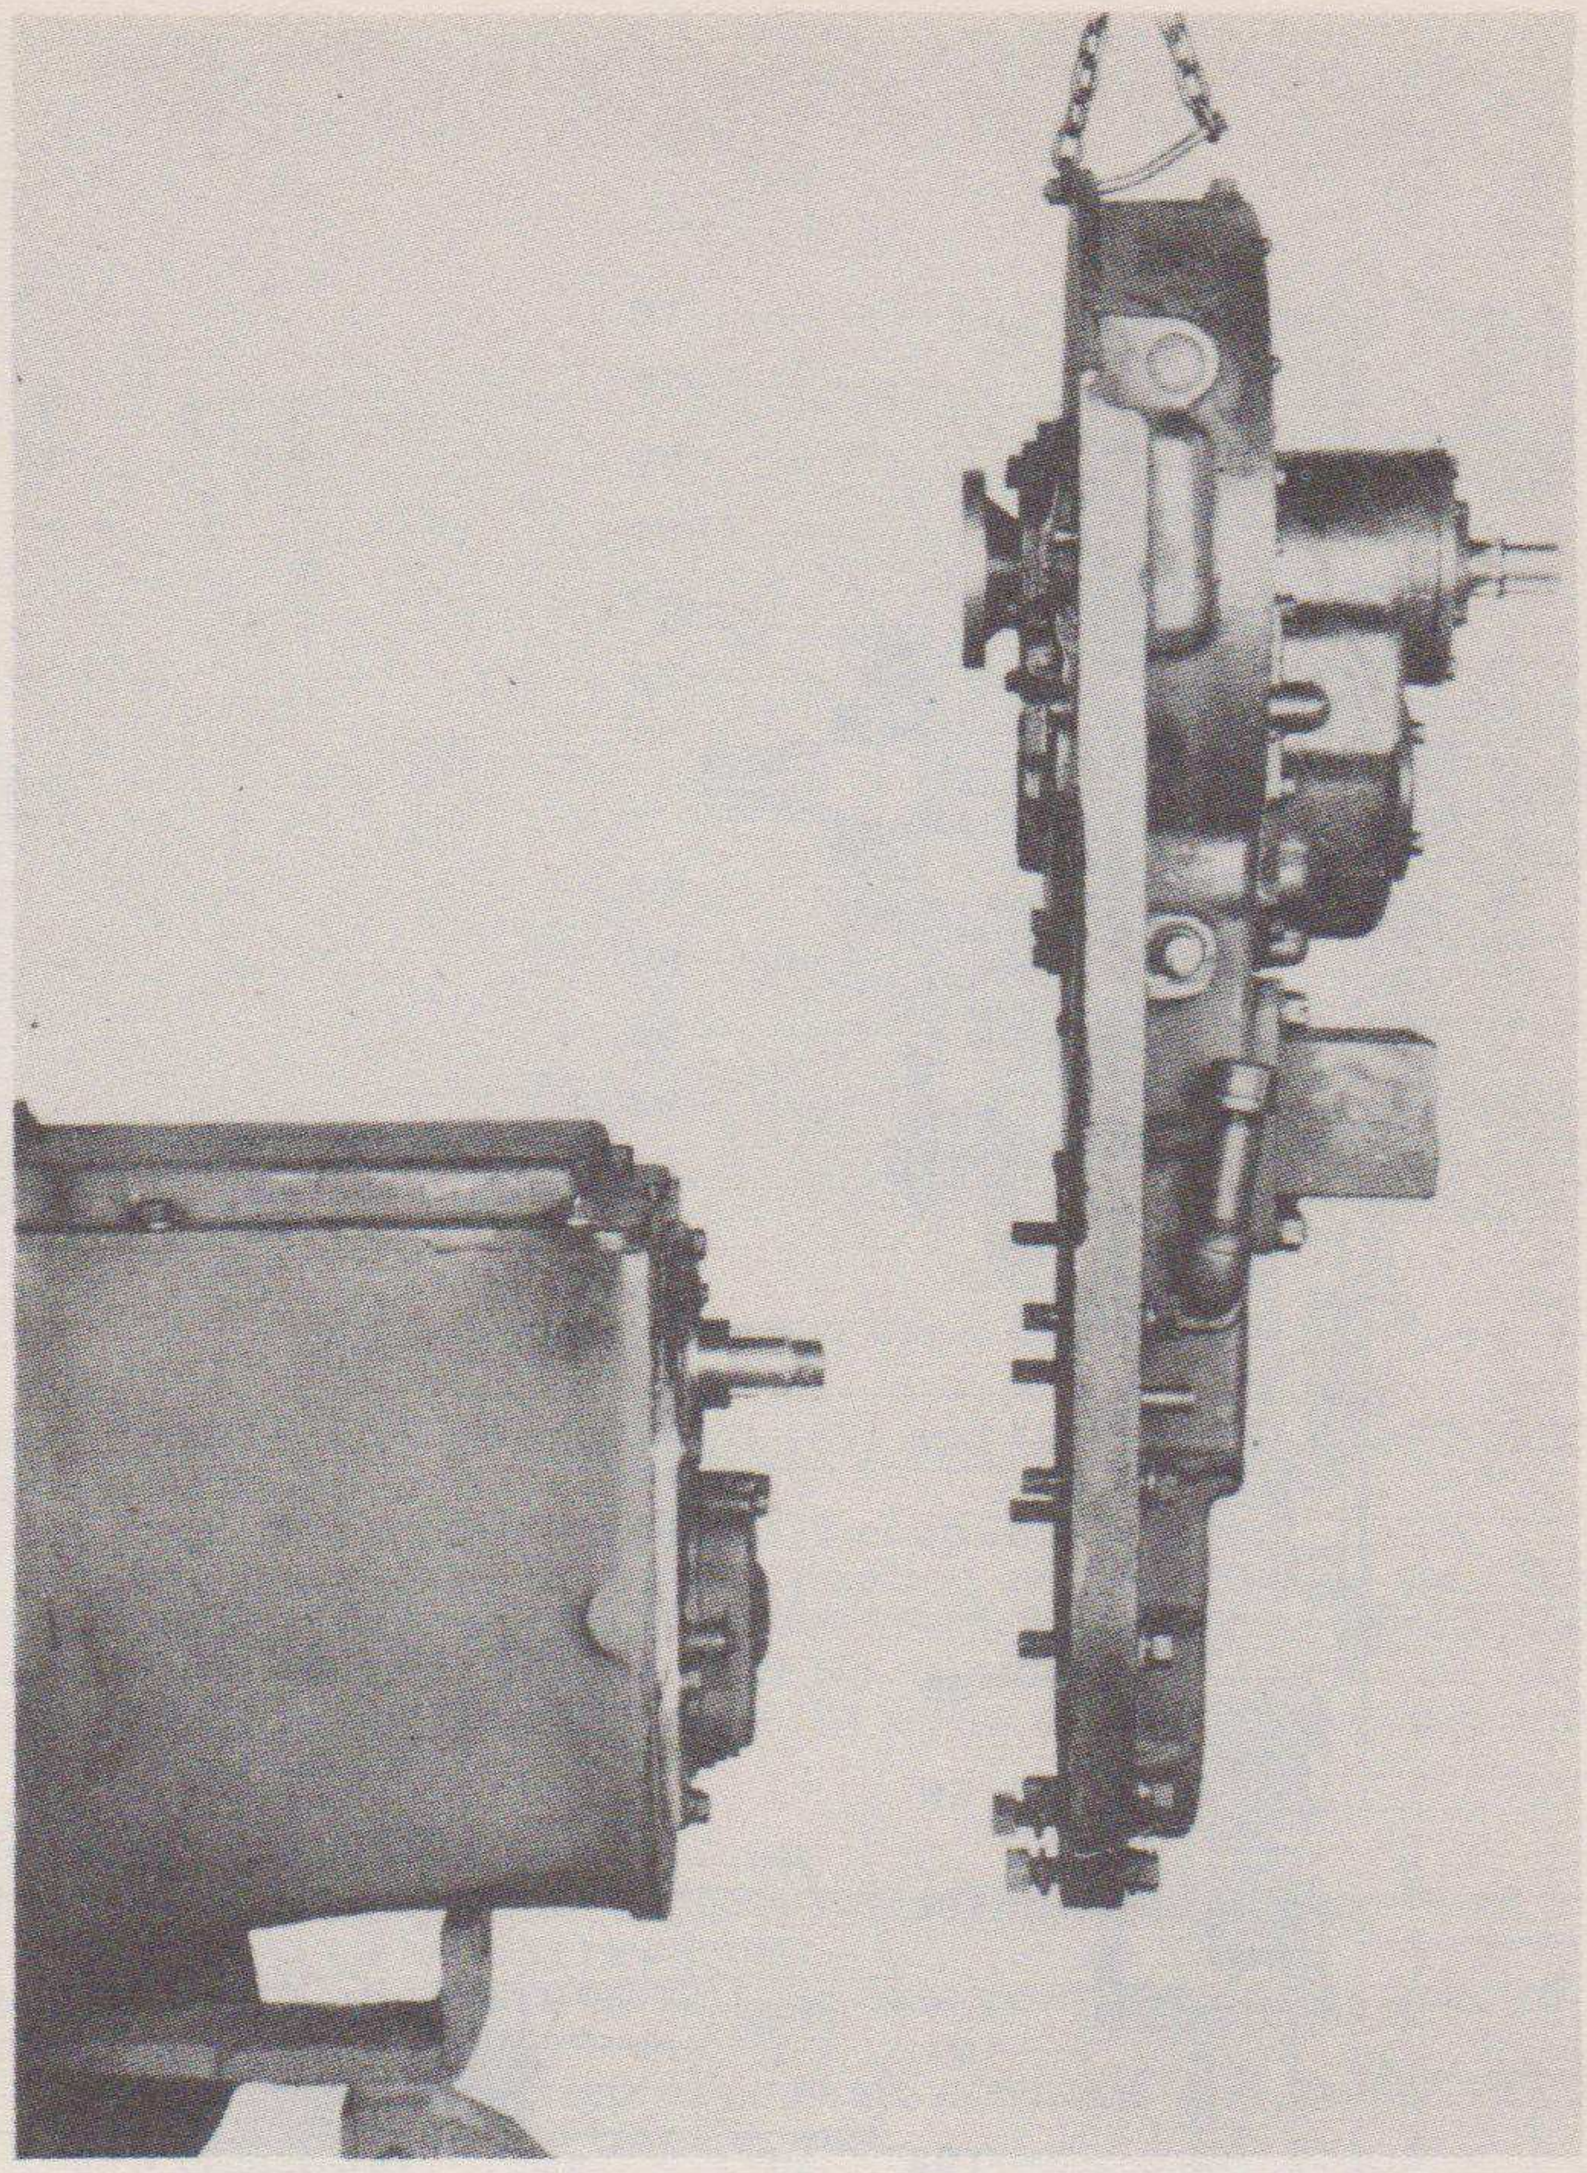

Fig. 4—Removing Transfer Drive
A. To Remove Transfer Unit from Transmission Case (See Figures 4 and 5)